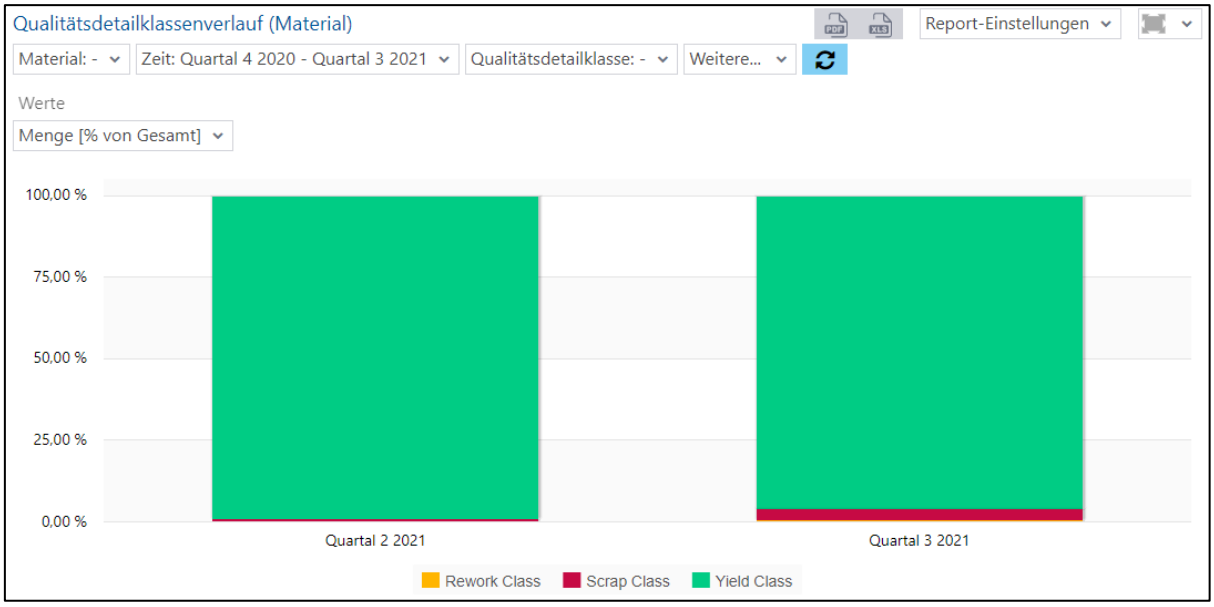

**Bild 127: Qualitätsdetailklassenverlauf (Material) als Säulendiagram**
- Qualitätsdetailklassenverlauf (Verlauf pro Material) als Säulendiagramm (Bild 127): Qualitätsdetailklassen mit prozentualem Anteil an der Gesamtmenge als Balken. Jeder Balken gibt die Qualitätsdetailklassen für einen ausgewählten Zeitabschnitt an (Woche, Monat, Jahr, usw.).